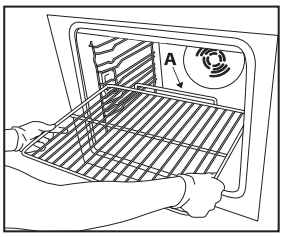

Rys. 1
1. Włożyć ruszt poziomo, wygiętą częścią "A" do góry (Rys. 1).